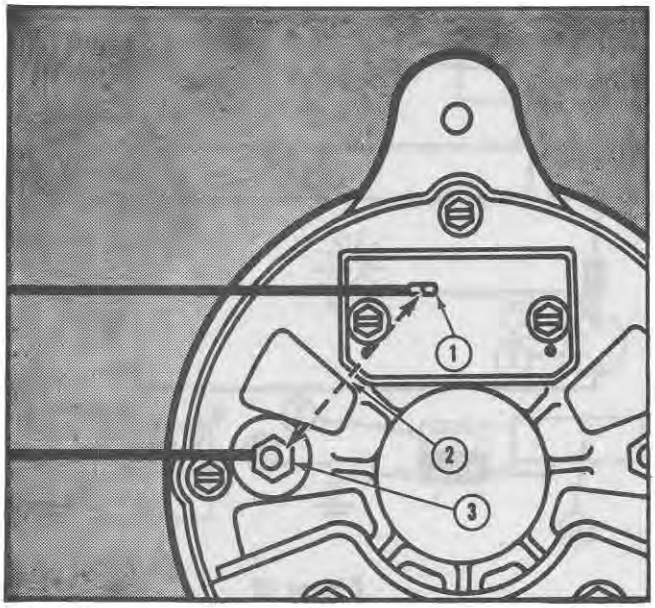

Figure 20
4. If the voltmeter reads more than 2.5 volts or 1.5 volts with the instrument fuse removed, it indicates a fault in the regulator or in the alternator rotor (field) winding. Bypass the regulator input-output circuit with a jumper cable in order to isolate the fault. See Figure 20.